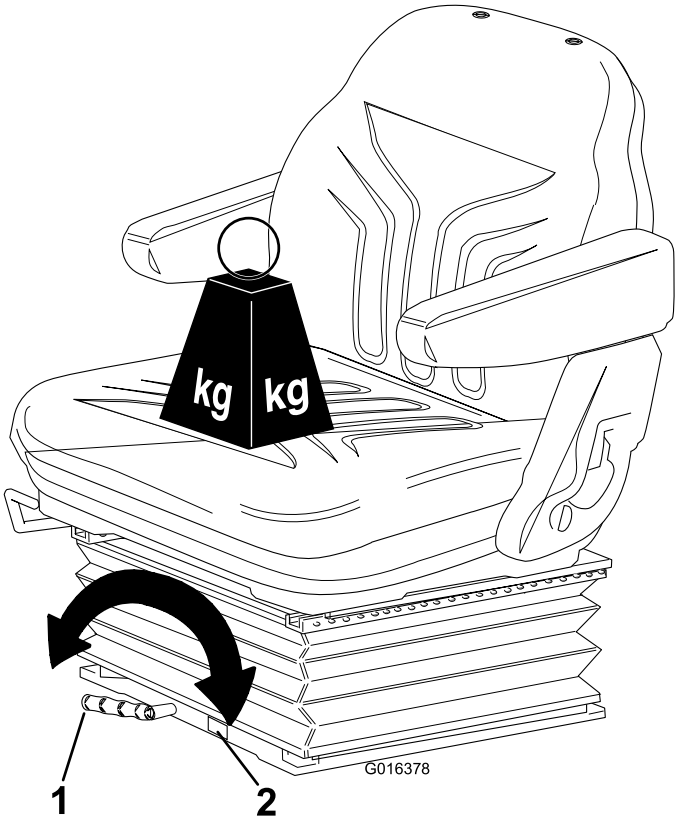

Figur 12
- **Justering af førers vægt:** Drej håndtaget med uret for at øge affjedringsstivheden og mod uret for at mindske stivheden. Skiven angiver, når den optimale affjedringsjustering er indstillet i henhold til førerens vægt (kg). Se Figur 12.